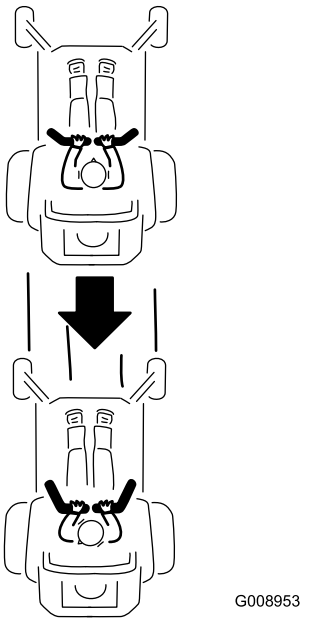

Figuur 26
2. Om achteruit te rijden, trekt u de rijhendels langzaam naar achteren (Figuur 26).